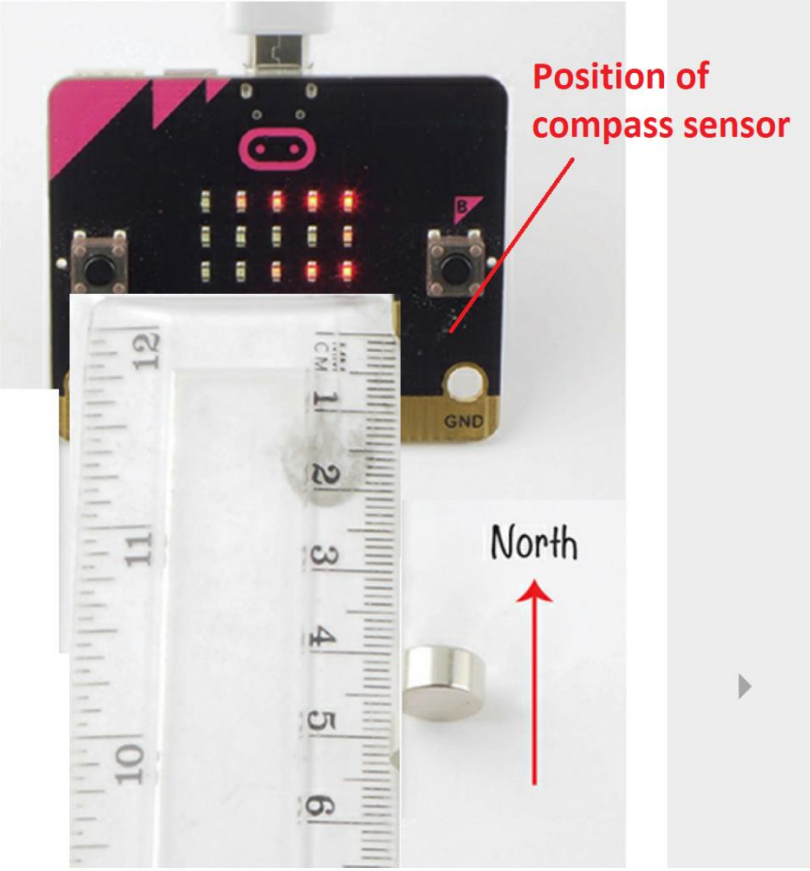

Figure 1-10: Place the ruler in the north-south direction
3. Align your ruler so the 0cm mark is pointing north and the 20cm mark is point south, as shown in figure 1-10. The ruler allows you to make sure the magnet continues to face north so that the effect of Earth's magnetic field remains constant.